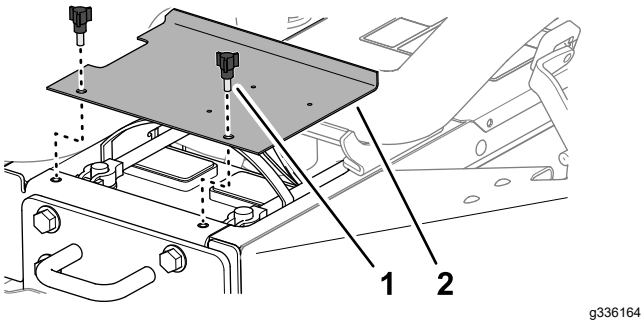

Figuur 4
1. Verwijder de 2 knoppen waarmee het accudeksel aan de machine is bevestigd en verwijder het deksel (Figuur 4).